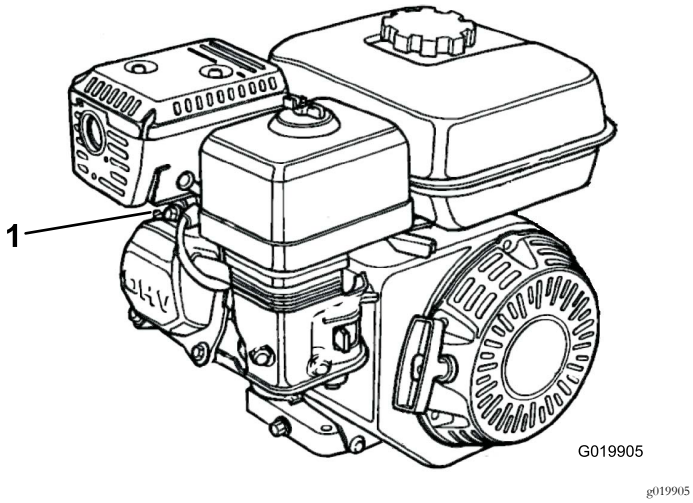

Figur 33
1. Koble fra tennpluggledningen fra tennpluggen (Figur 33).